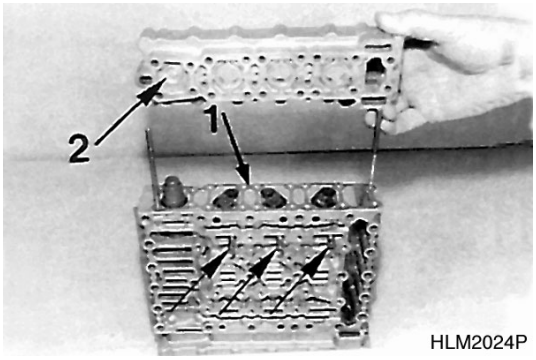

Figure 97
E. Assemble gasket (1, Figure 97) and housing cover, and position them uniformly against shoulder, using adjusting screws.
NOTE: *Pay attention to different housing covers, install the recess Ø 19 mm (0.7480 in) (2, Figure 97), facing the main pressure valve.*